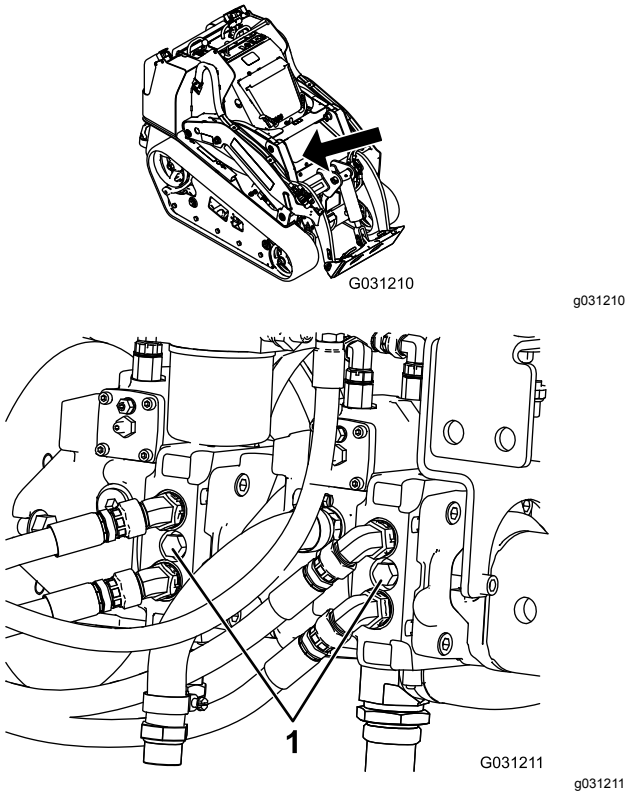

Figuur 26
4. Gebruik een steeksleutel om de sleepkleppen op de hydraulische pompen tweemaal linksom te draaien (Figuur 26).